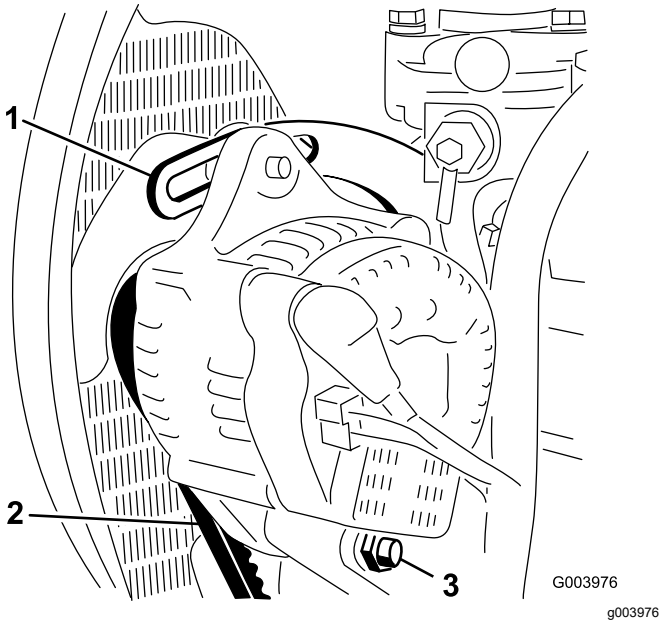

Figur 72
2. Kontroller spenningen ved å trykke ned remmen (Figur 72) midt mellom vekselstrømsgeneratoren og veivakselrullene med en kraft på 10 kg.
3. Løsne skruene som fester avstiveren til motoren (Figur 72), skruen som fester vekselstrømsgeneratoren til avstiveren og svingbolten.